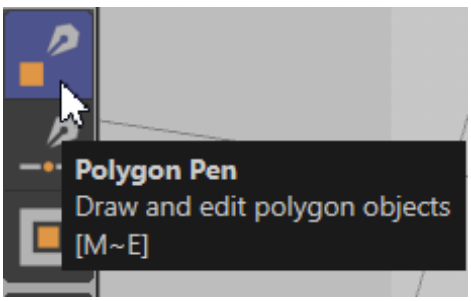

Figure 3-51 *Choosing the **Polygon Pen** tool from the Command Palette*
1. Choose the **Polygon Pen** tool from the Command Palette, refer to Figure 3-51.